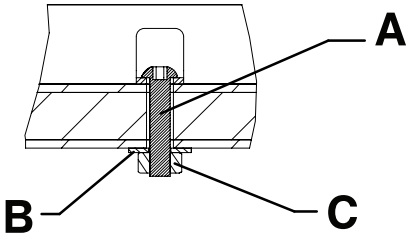
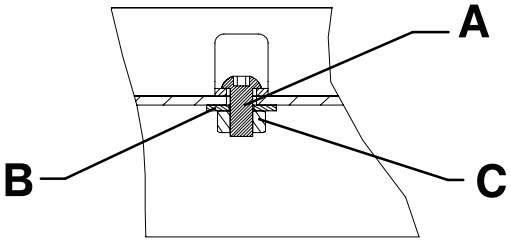

Figure 12 – Rails de guide du montage sur plancher - Vue 5A
Figure 13 – Rails de guide du montage sur plateau - Vue 5B
5. Arrimer les rails de guide au plancher ou au plateau en utilisant deux vis d'assemblage M8 à tête ronde (A), deux rondelles M8 plates (B) et deux écrous M8 (C) (non fournis) (Figure 12 ou Figure 13).